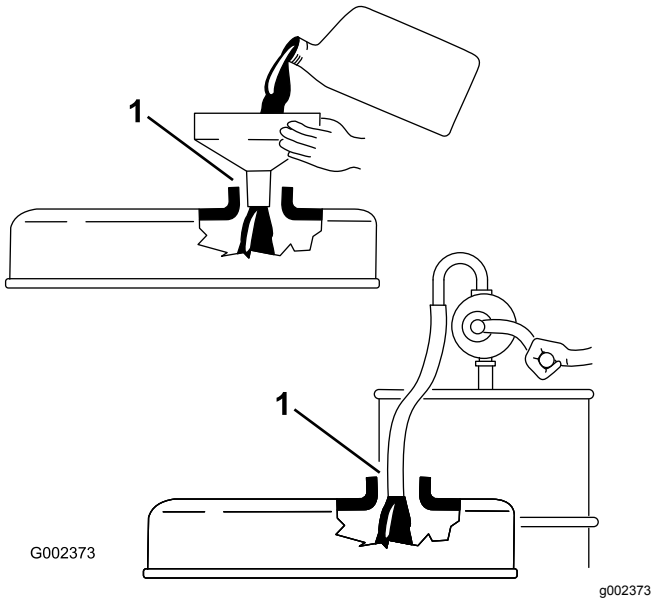

**Figuur 28**
***Belangrijk:*** **Verwijder de peilstok tijdens het bijvullen van de motor met olie. Als u motorolie bijvult, *moet u ervoor zorgen dat er enige afstand is* tussen de vulinrichting en de vulopening in het klepdeksel, zoals is aangegeven in Figuur 28. Hierdoor kan er tijdens het vullen lucht ontsnappen, zodat de olie niet overloopt en in de ontluchtingsinrichting terechtkomt.**